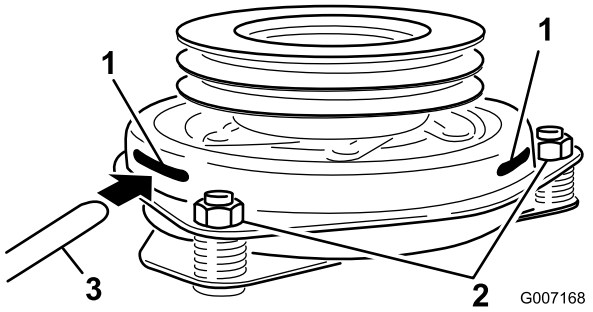

Figur 63
8. Før en søger på 0,381-0,533 mm gennem en inspektionsåbning i enhedens side. Sørg for, at den er placeret mellem armaturet og rotorens friktionsoverflader (Figur 63).
9. Tilspænd låsemøtrikkerne, indtil søgeren binder let, men den kan let flyttes inden for luftgabet (Figur 63).